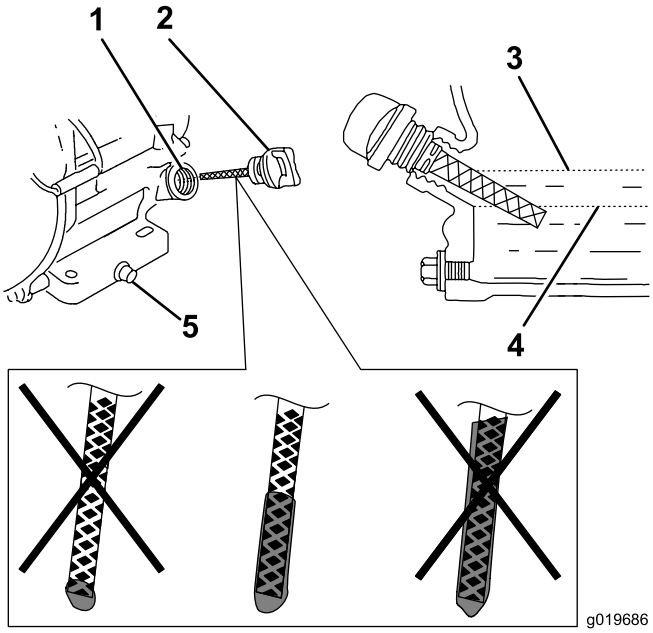

Figura 11
5. Retire la varilla de nuevo e inspeccione el extremo (Figura 11).